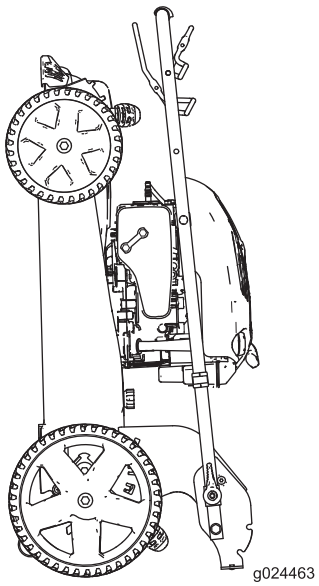

Figura 19
6. Sollevate la parte frontale della macchina utilizzando la stegola e spostatela in uno spazio per il rimessaggio (Figura 19).